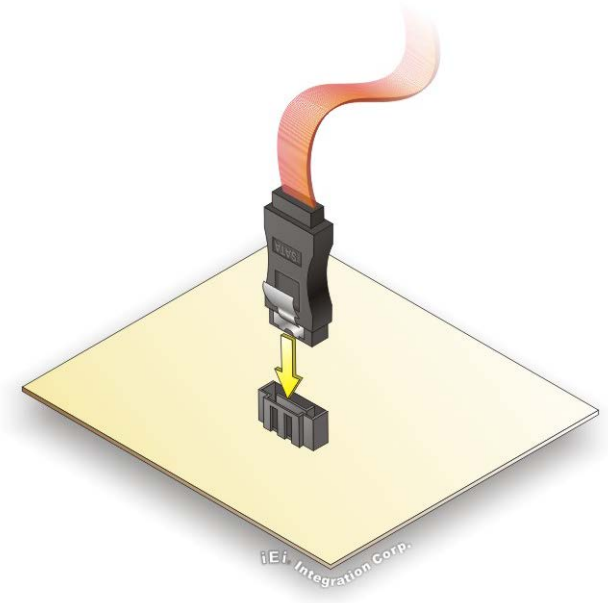

Figure 4-10: SATA Drive Cable Connection
Step 2: **Insert the cable connector**. Insert the cable connector into the on-board SATA drive connector until it clips into place. See **Figure 4-10**.